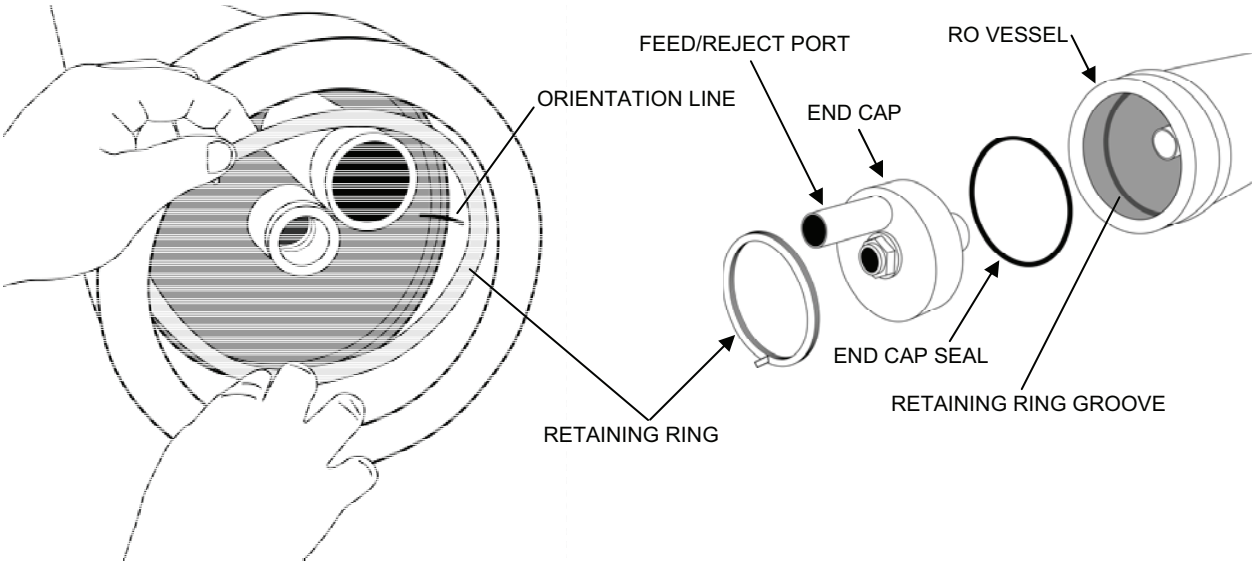

Figure 8. RO Vessel End Cap and Retaining Ring Installation.
7. Install the upstream end cap assembly as follows (Figure 8):
g. Place the tip of the retaining ring into the groove, then slide fingers around the ring pushing it into the groove as you go until the entire ring is in the groove (Figure 8).